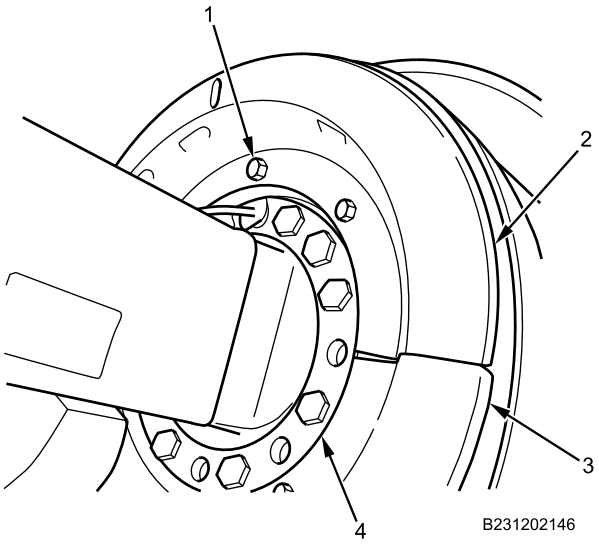

Figure 2. Dust Shield.
2. Install lower dust shield (Figure 2, Item 3) and upper dust shield (Figure 2, Item 2) on brake spider assembly (Figure 2, Item 4) with six bolts (Figure 2, Item 1). Tighten securely.